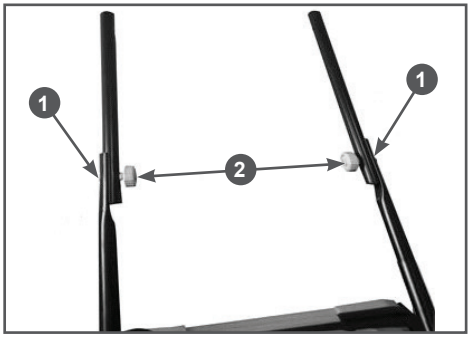

Рис. 4 Соединение стоек и нижних частей рабочей рукоятки
3. Установить на стойки нижние части рабочей рукоятки. Совместите отверстия на стойках и нижних частях рабочей рукоятки и соедините их болтами 1 и гайками 2, как показано на Рис. 4.